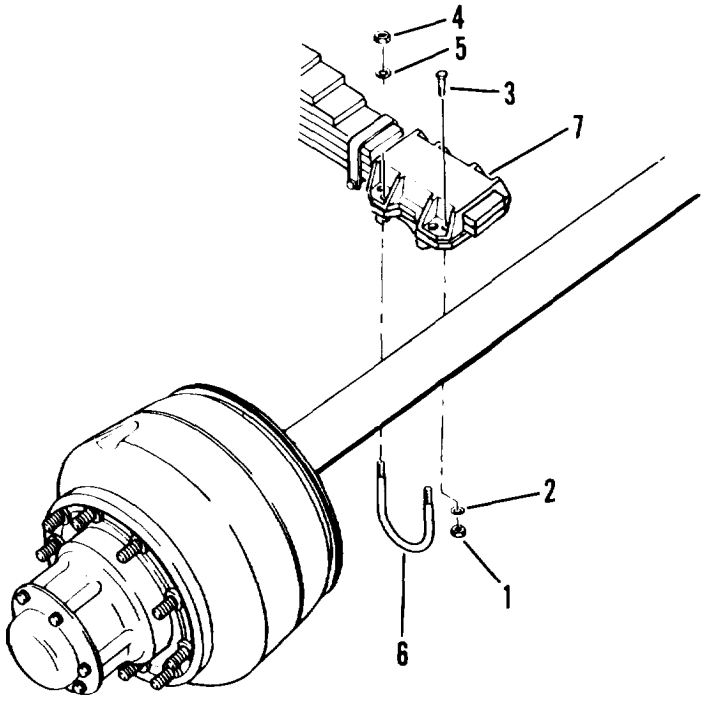

Figure 5-1. Axle replacement
(1) Support both axles on each side and frame.
(2) Cage failsafes (para. 3-10).
(3) Tag and disconnect air brake chamber air hoses (para. 4-37).
(4) Remove four nuts (1, figure 5-1), washers (2) and bolts (3). Repeat for other side of axle.
(5) Remove four nuts (4), washers (5) and two u-bolts (6). Repeat for other side of axle.
(6) Remove spring cap (7) from each side of axle. Slowly remove axle.
(6) Remove spring cap (7) from each side of axle.
(7) Lift front of semitrailer using suitable lifting device. Slowly remove axle from the front.
(8) Remove tires, wheels, air brake chambers and slack adjusters (see Chapter 4).
(6) Install spring cap (7, figure 5-1) on each side of axle.
(7) Install two u-bolts (6), four washers (5) and nuts (4). Torque to 730 lb ft (990 Nm). Repeat for other side of axle.
(8) Install four bolts (3), washers (2) and nuts (1). Torque to 300 lb ft (408 Nm). Repeat for other side of axle.